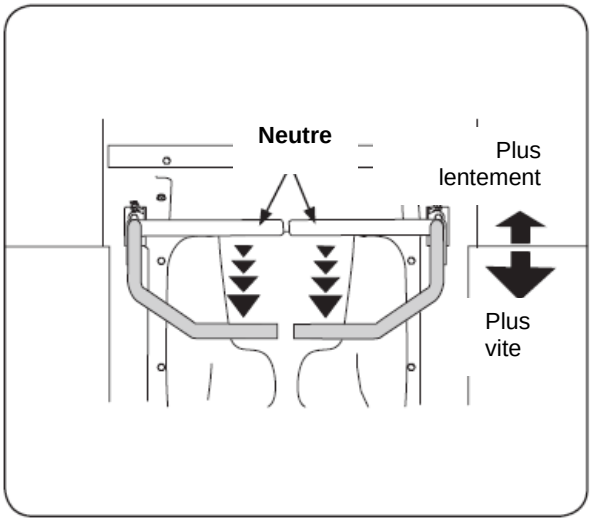

Figure 5-5
1. Reculez les deux leviers de commande lentement et en même temps. Le tracteur commencera à se déplacer vers l'arrière. Consultez la Figure 5-5.